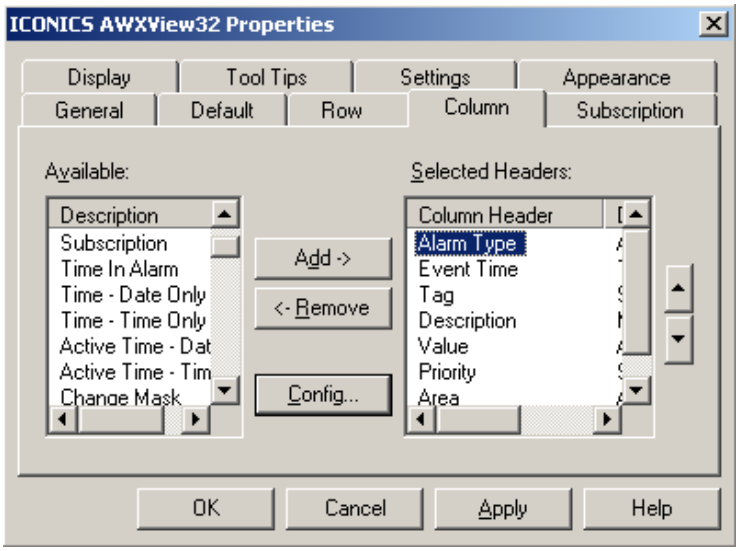

Figure L7.1 - AlarmWorX32 Viewer Properties: Column
19. Arrange the Selected list by using the arrow buttons so that it looks like the list in Figure L7.1.